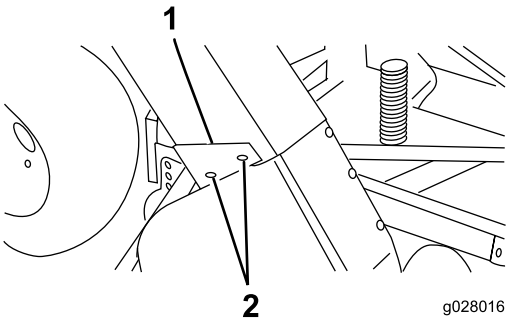

Figur 19
4. Skub slisken over blæseråbningen og på monteringstapperne (Figur 19).